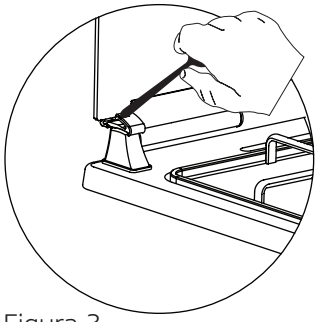

Figura 3
**3.** Conforme mostrado na figura 3, a porta de vidro pode ser fechada premindo com a mola de plástoc com a ajuda de uma colher.